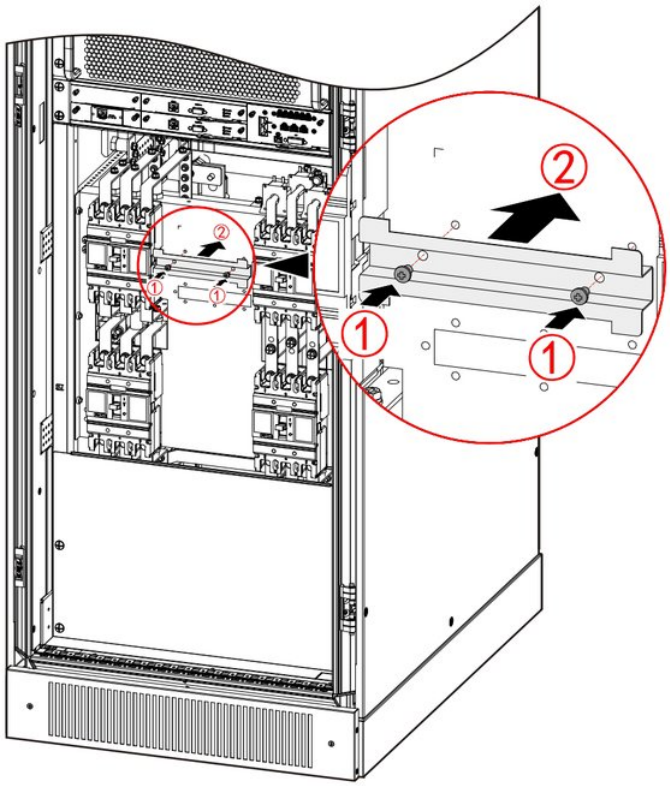

FIGURE 3-19 Install the fixed plate for the surge protection device
3. Install the fixed plate for the surge protection device, as shown in Figure 3-19.